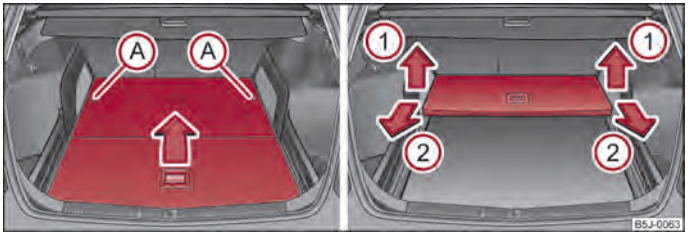

Fig. 50 Bagagliaio: ripiegamento / estrazione del piano di carico variabile
– Girare i perni di bloccaggio Ⓐ ruotandoli di 180° verso sinistra e sbloccare il piano di carico variabile ⇒ fig. 50.
– Tirare il piano di carico variabile nel senso indicato dalla freccia ① ⇒ fig. 50 ed estrarlo tirandolo nel senso della freccia ② ⇒ fig. 50.